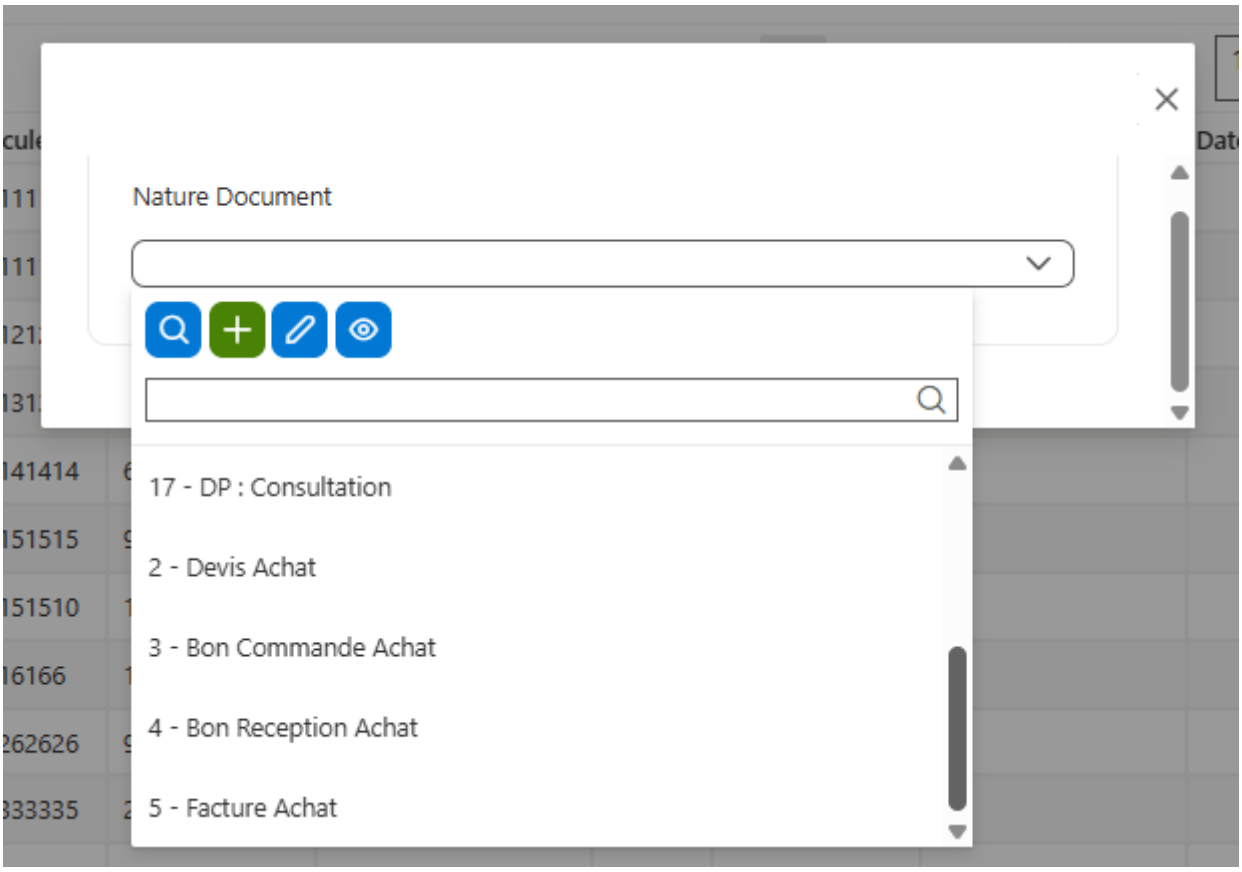

Figure 15 – Sélection de la nature du document
- Dans la liste des réparations, cochez la réparation concernée (1).
- Cliquez sur le bouton Générer document (2).
- Sélectionnez la Nature Document souhaitée, comme pour un entretien (voir la figure 15).